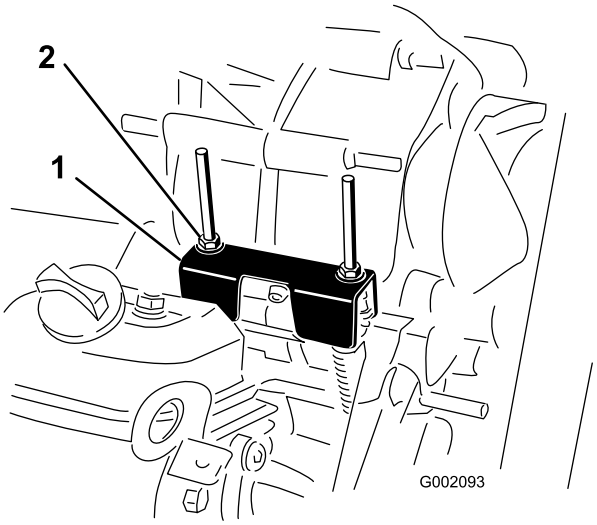

Figur 48
Vid rutinunderhåll och/eller motordiagnostik måste växeln läggas i neutralläge (Figur 48). Fordonet har ett neutralläge på växelväljaren som styr neutralläget i växellådan. Följande åtgärder bör vidtas för att försäkra att neutrallägesspaken driver växellådans neutralläge korrekt:
2. Kontrollera att neutrallägesfästet är i neutralläget (bredvid kabelfästet som sitter under växelfästet) genom att vrida på drivkopplingen (Figur 48).
3. Vrid en av låsmuttrarna (Figur 48) för att få ett avstånd på 0,762 till 1,524 mm mellan nederkanten av muttern/brickan och neutrallägets fäste.